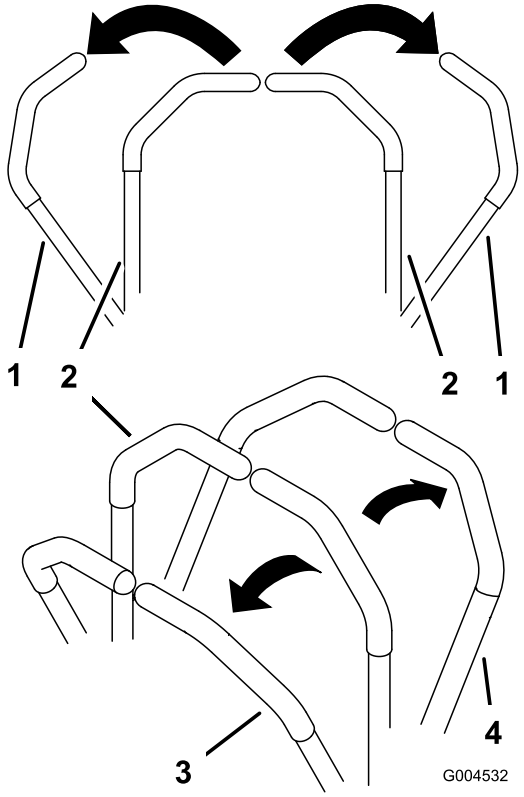

**Figuur 15**
3. Om vooruit te rijden, duwt u de rijhendels langzaam naar voren (Figuur 15).
Om in een rechte lijn te rijden, moet u gelijkmatige druk uitoefenen op beide rijhendels (Figuur 15).
Om te draaien, beweegt u de rijhendel naar de neutraalstand, in de richting waarin u wilt draaien (Figuur 15).
2. Om achteruit te rijden, trekt u de rijhendels naar achteren (Figuur 15).
Om te draaien, vermindert u de druk op de rijhendel in de richting waarin u wilt draaien (Figuur 15).